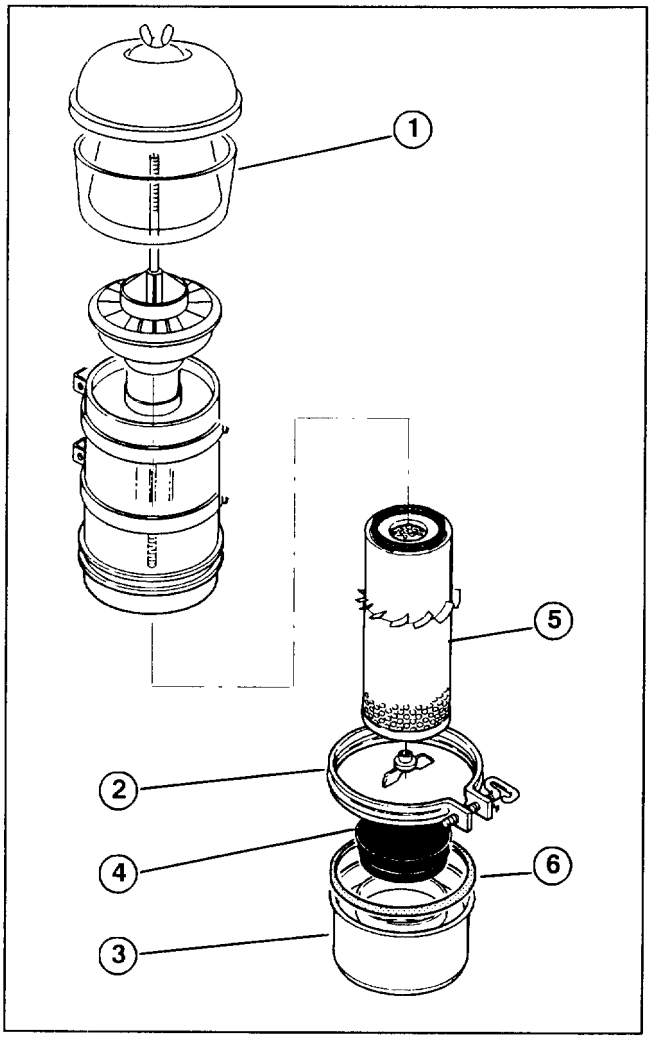

Figure 28
1. Precleaner bowl (Fig. 28) – Inspect precleaner bowl daily. When conditions are extremely dusty and dirty, inspect precleaner bowl more frequently. Do not let dust build up above level marks on precleaner bowl.
1. Filter Service (Fig. 28) – The warning indicator light or audible signal warn the air filter is clogged. Also, lack of power, excessive oil consumption and excessive exhaust smoke could mean that the filter needs cleaning. Service the air cleaner filter every 200 operating hours, or more frequently in dusty and dirty conditions. Replace filter after every six cleanings (800 hrs.) or annually, whichever comes first.